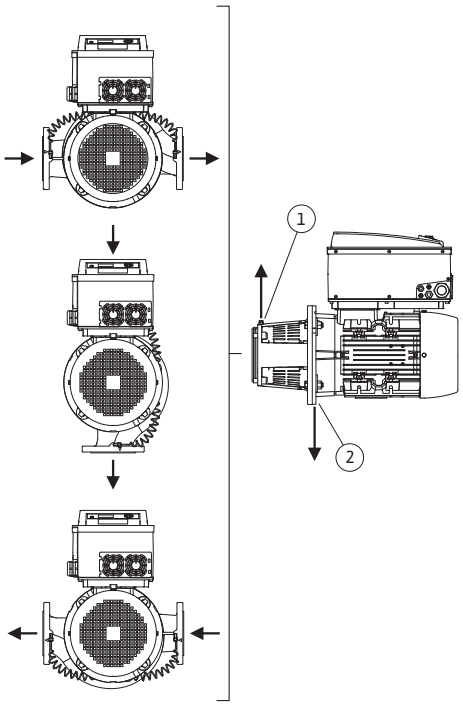

Fig. 14: Posizioni di montaggio ammesse con albero del motore orizzontale
Le posizioni di montaggio ammesse con albero del motore orizzontale e modulo elettronico verso l'alto (0°) sono illustrate nella Fig. 14.
La disaerazione della pompa è garantita in modo ottimale se la valvola di disaerazione è rivolta verso l'alto (Fig. 14, pos. 1).
Far defluire la condensa formatasi in modo mirato attraverso gli appositi fori, la lanterna della pompa e il motore (Fig. 14, pos. 2).